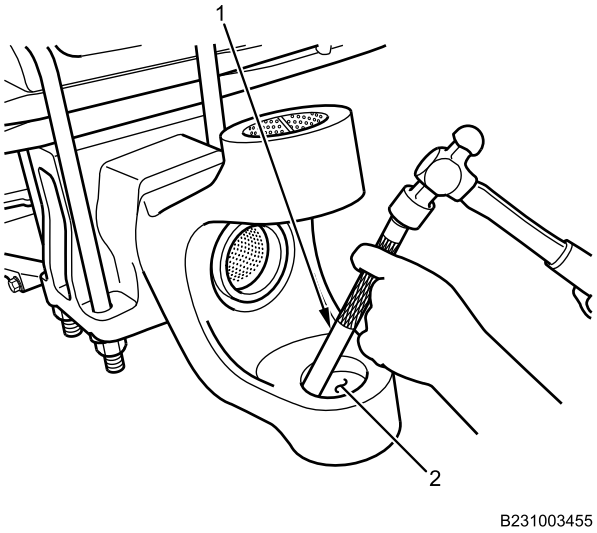

Figure 3. King Pin Socket and Bushing Removal.
4. Using brass punch (Figure 3, Item 1), drive expansion plug and king pin bushing (Figure 3, Item 2) towards outside of axle housing. Discard expansion plug and bushing.